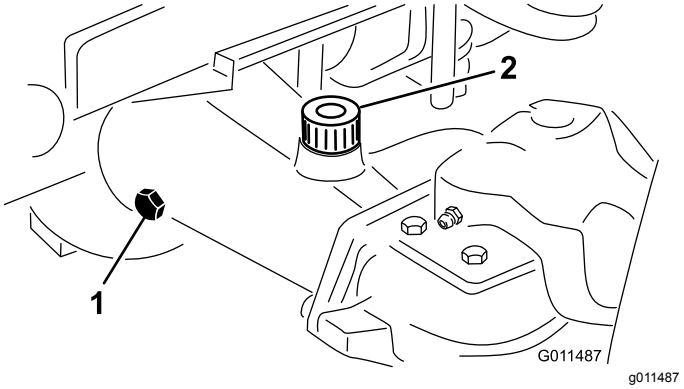

Figur 18
2. Fjern en kontrolprop fra én ende af akslen, og sørg for, at væskestanden når op til bunden af hullet (Figur 18).